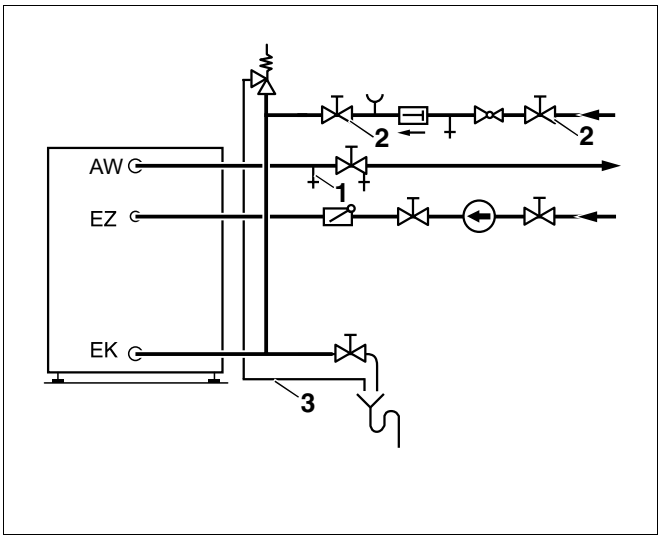

Afb. 9 Installatie conform DIN 1988 (principiële afbeelding)
- Open het verluchtings- en ontluchtingsventiel (afb. 9, **pos. 1**) of de hoogst gelegen sanitaire kraan, om de boiler te ontluchten.
- Open het afsluitventiel van de ingang van het koude water EK (afb. 9, **pos. 2**), om de boiler te vullen.
- Controleer, voor u de boiler opwarmt, of de verwarmingsketel, de boiler en de leidingen met water gevuld zijn. Open daarvoor het verluchtings- en ontluchtingsventiel (afb. 9, **pos. 1**).
- Laat de uitstroomleiding van het veiligheidsventiel (afb. 9, **pos. 3**) steeds geopend.
– de uitstroomleiding van het veiligheidsventiel (afb. 9, pagina 14) steeds geopend moet zijn;